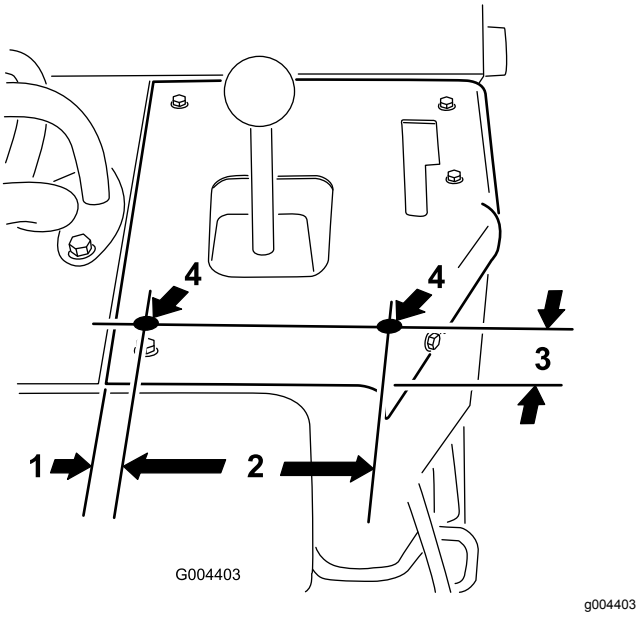

Rysunek 8
2. Odszukaj i wywierć 2 otwory (o średnicy 3/8 cala) na panelu sterowania pod dźwignią ramion ładowarki (Rysunek 8).